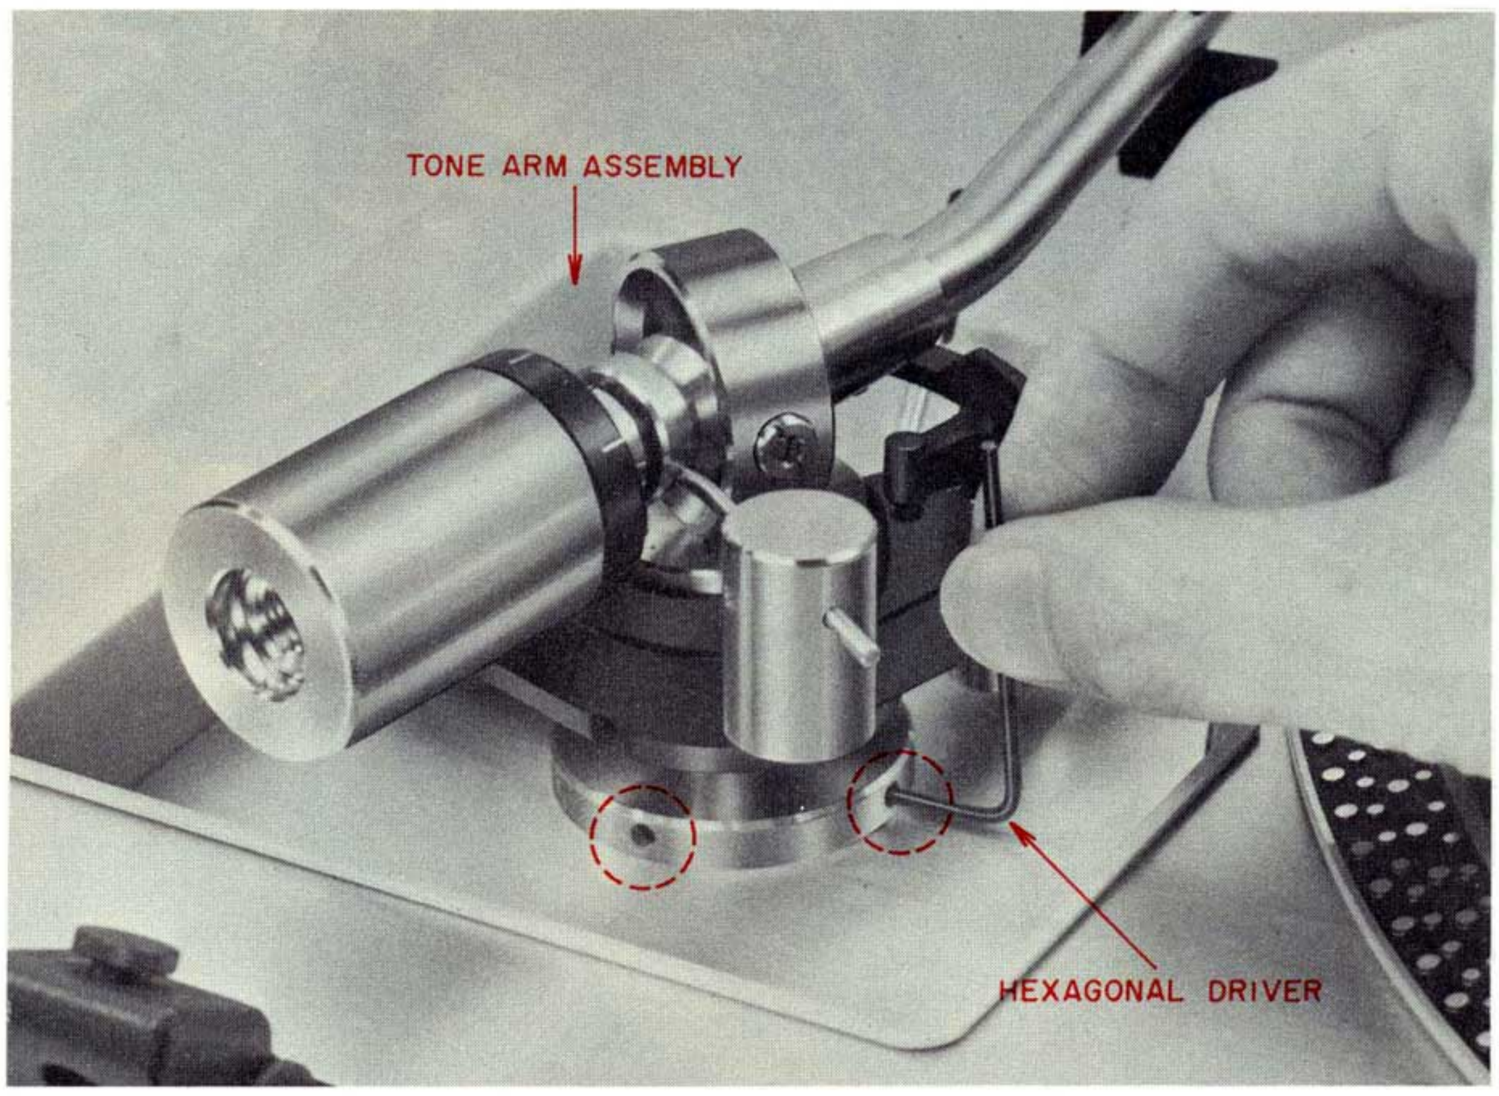

Fig. 5
3. TONE ARM HEIGHT ADJUSTMENT (Refer to Figs. 5 and 6)
1) Use a hexagonal driver as shown in Fig. 5 and loosen the two screws at the base of the tone arm assembly.